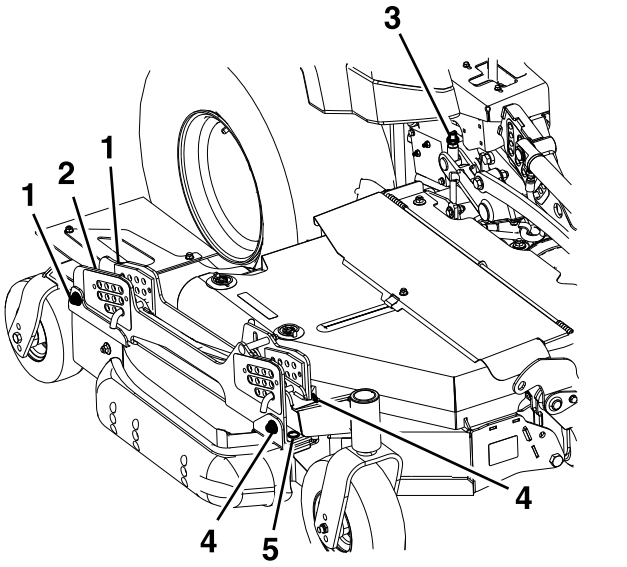

Figure 64
3. The left and right wing decks have blade height adjustments with front and rear adjust points. To adjust the wing blade height, first loosen the front and rear height of cut hanger mounting nuts (items 1 and 4) as shown in Figure 64. There are four locations — two on each side of the channel.
- If the deck is too low, tighten the front height adjustment bolt (item 5, Figure 64) by rotating the bottom nut clockwise.
- If the deck is too high, loosen the front height adjustment bolt (item 5, Figure 64) by rotating the bottom nut counterclockwise. Fine tune the rear adjusters as required.
4. Measure the back of the wing blades. If either has less than 1/16 inch (1.5 mm) rake, raise the back of the deck by tightening the LH and RH rear adjustments (item 2, Figure 64) until all four blades have a minimum of 1/16 inch rake (1.5 mm). Readjust the wing rear wheels so they lightly touch the ground with minimal pressure. Tighten all four rear hanger mount points (item 1, Figure 64).